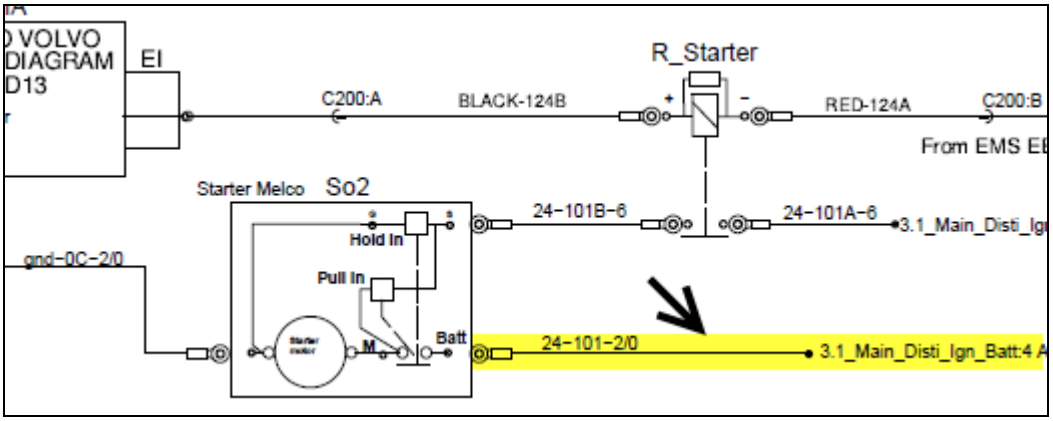
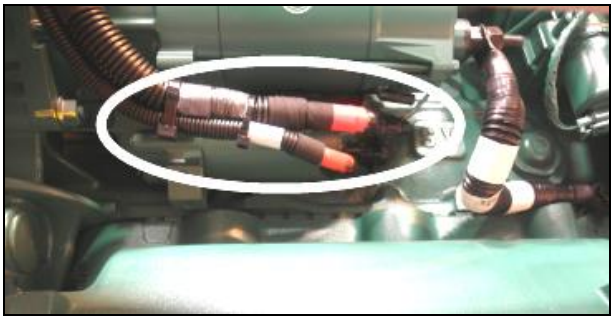

Figure 4
Figure 5: Câbles du démarreur
- sur la **borne positive (+) du démarreur** et de là jusqu'au bloc de jonction Bussman dans le compartiment électrique (Figure 4, Figure 5).